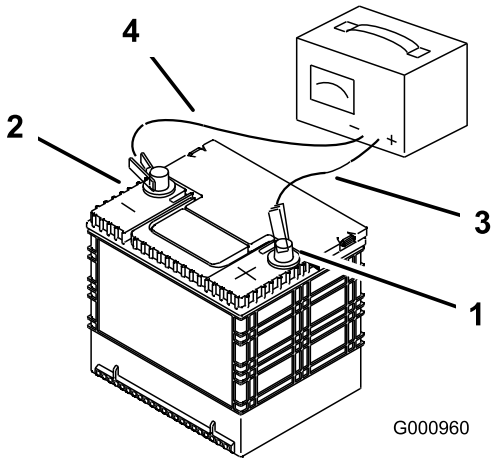

Figur 54
2. Når batteriet er helt oppladet, kobler du laderen fra strømuttaket, og deretter laderledningene fra batteripolene (Figur 54).